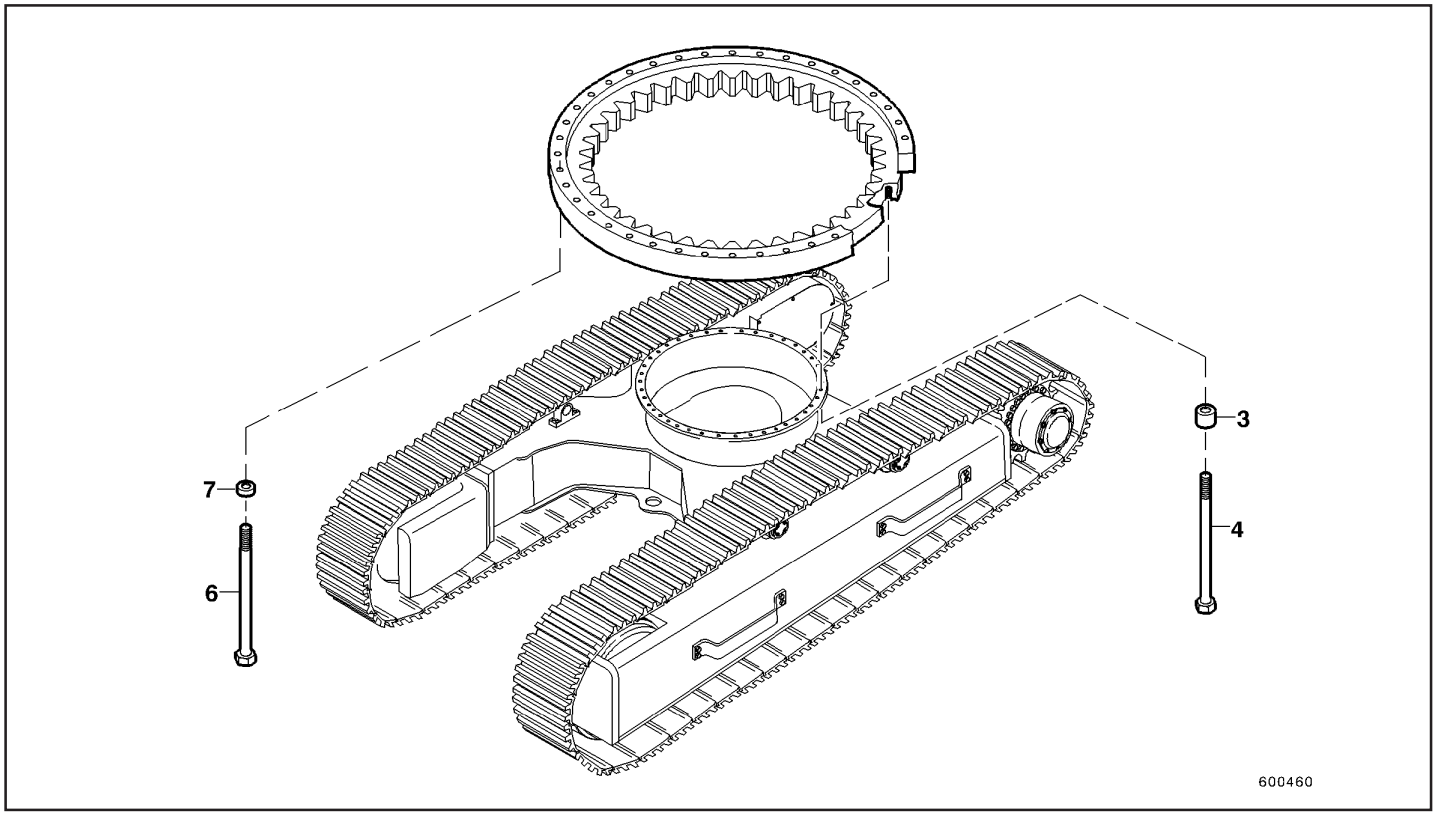

Fig.6
- Remova os parafusos (6, Fig.6) do rolamento do prato giratório, unindo-o à estrutura superior. Mantenha os espaçadores (7) disponíveis para reutilizar. Agora a estrutura superior está separada da estrutura da esteira.
- Remova os parafusos (4, Fig.6). Mantenha os espaçadores (3) disponíveis para serem reutilizados.
- Localize o rolamento do prato de giro sobre a estrutura da esteira, sobre as superfícies de contato, mas sem encostá-las ainda. Parafuse pelo menos 3 parafusos (4, Fig.6) novos com espaçadores (3) como guias. Assente o prato de giro cuidadosamente.
- Coloque pelo menos 3 parafusos novos (6, Fig.6) com espaçadores, como guia.